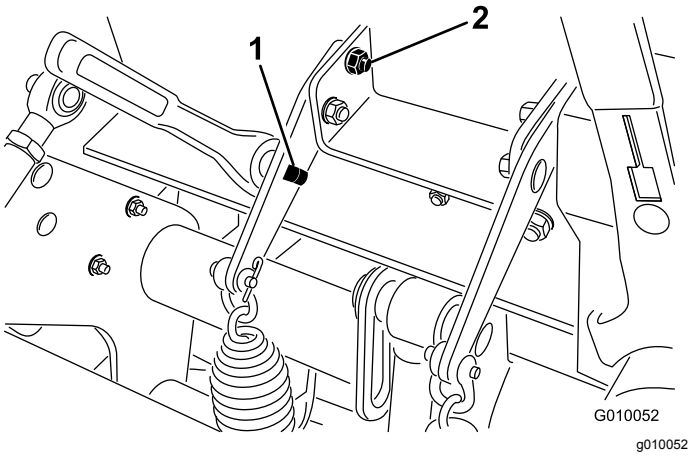

Rysunek 38
3. Włóż zapadkę lub poprzeczkę ½ cala w kwadratowy otwór w płytce sprężystej (Rysunek 38).